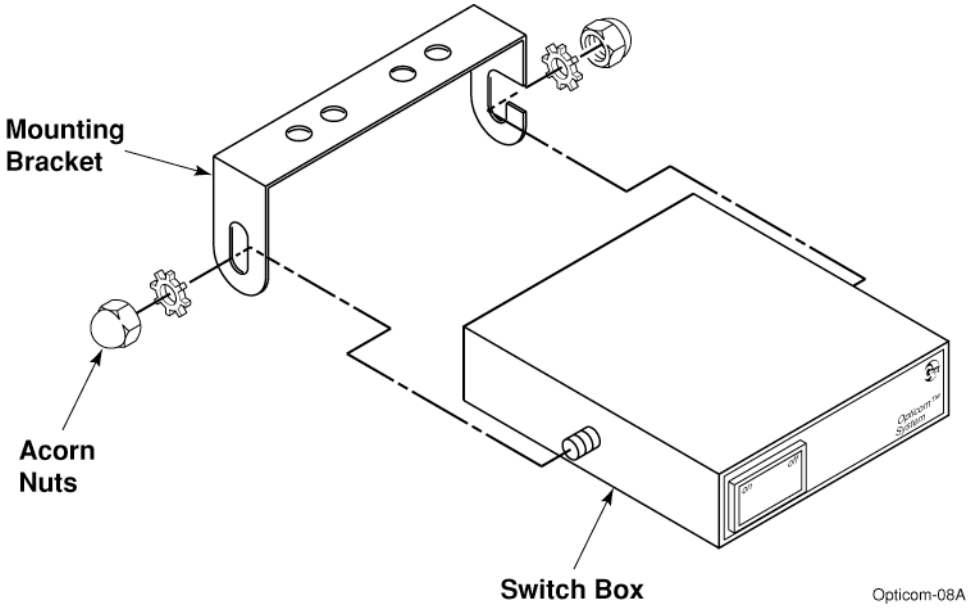

Figure 5-6. Emitter Control Switch Installation
13. Place the Model 793S emitter control switch into the mounting bracket. Use the two 1/4-inch acorn nuts and lock washers to secure the switch box to the bracket. See Figure 5-6.